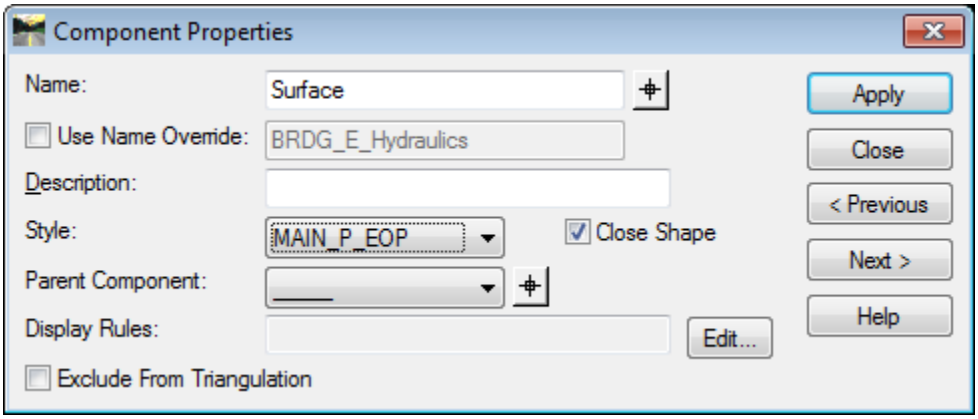

Figure L7-7 Component Properties Dialog
• Verify your entries match those shown in *Figure L7-7*.